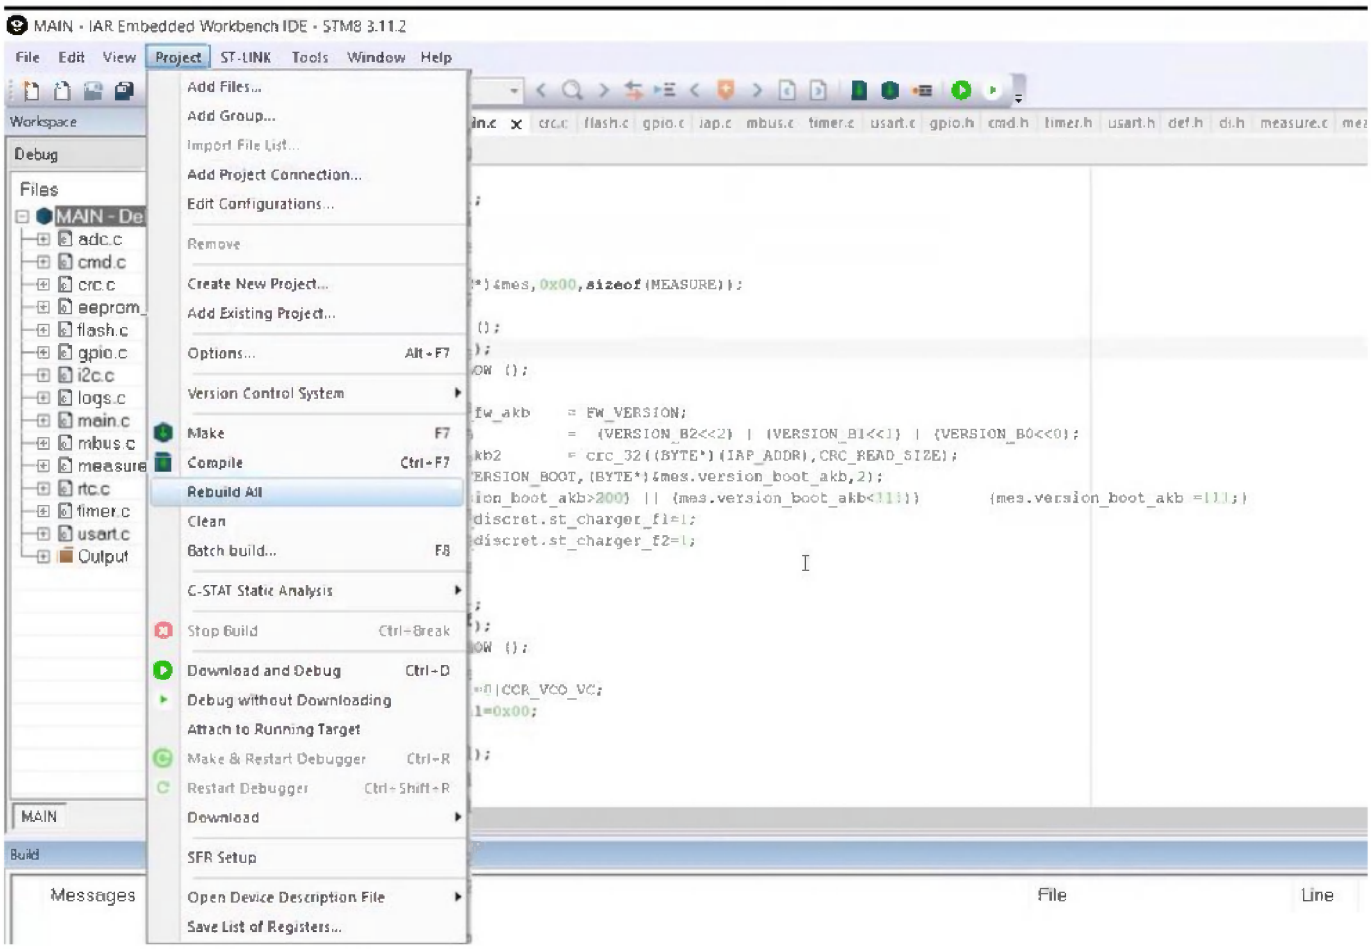

Рисунок 20
4.4.3 Запустить компиляцию через меню Project\Rebuild all (Рисунок 20).